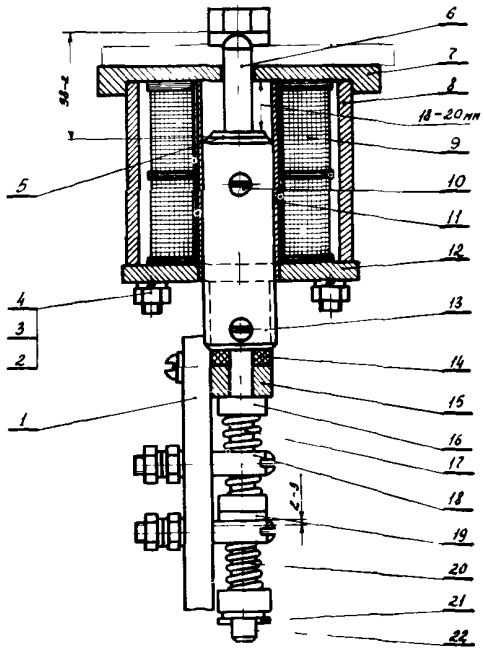
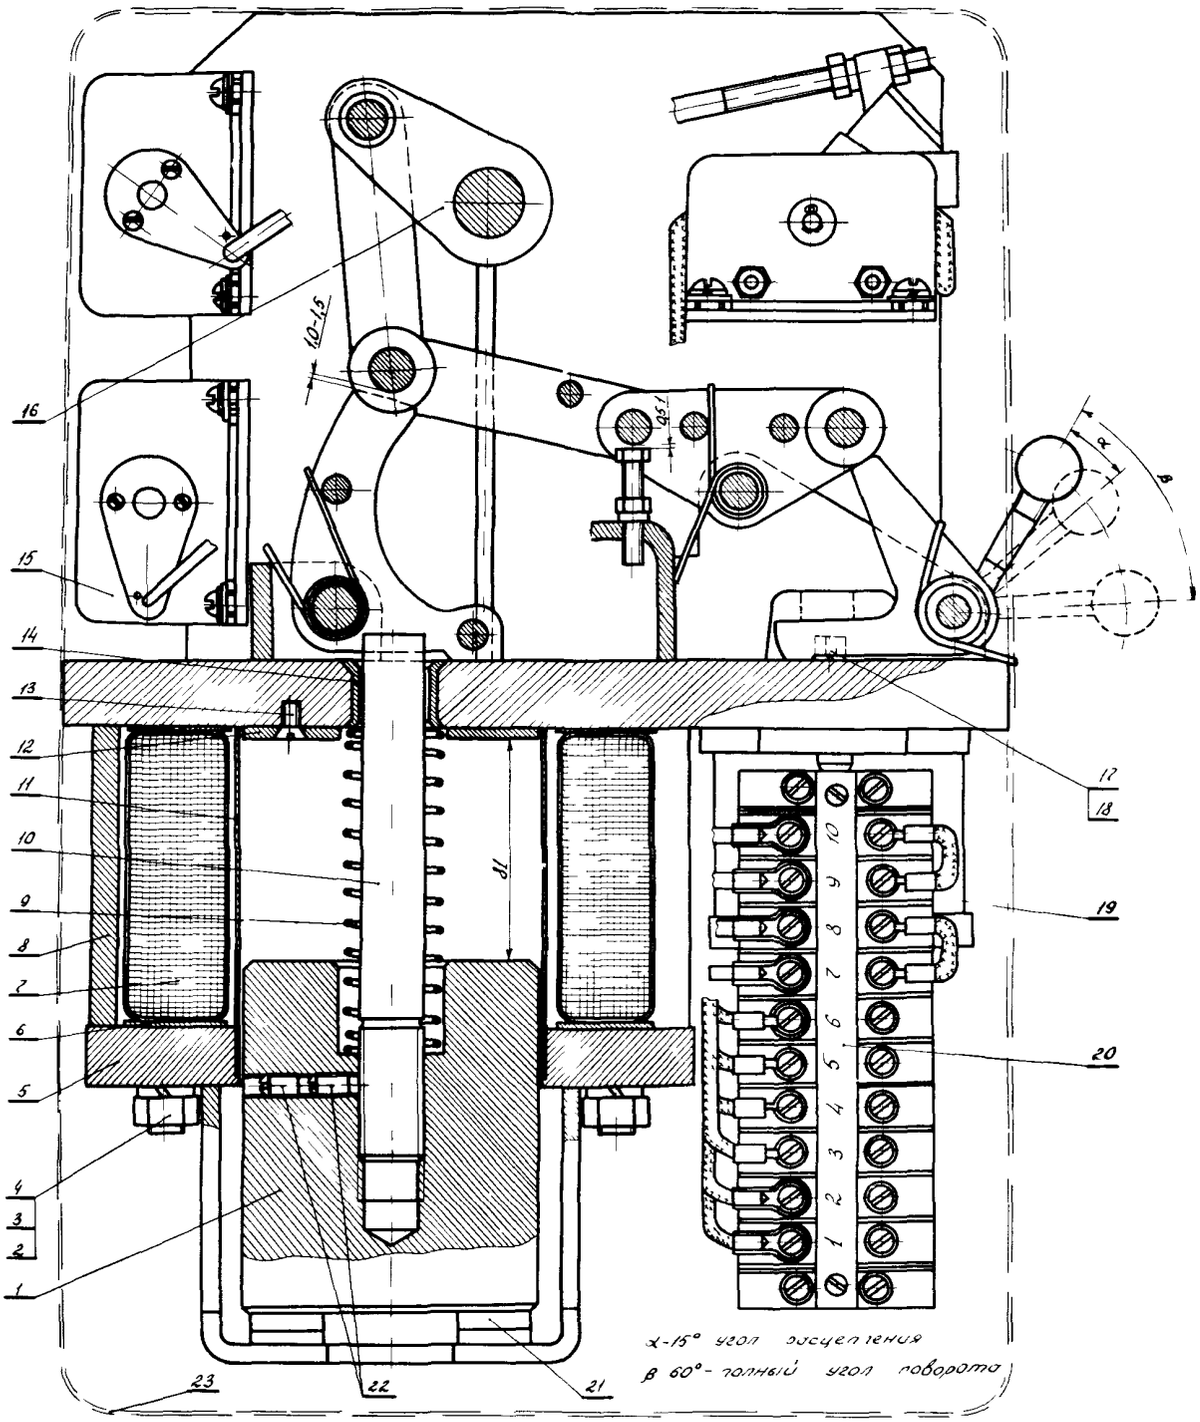

Рис.4. Отключающий электромагнит:
Рис.5. Электромагнитный привод ПЭ-11:
01.17. Осмотреть, очистить от пыли и смазки блок-контакты 1 (рис.4) отключающего электромагнита, проверить зажимы и состояние прокладки 14.
01.18. Проверить вручную работу сердечников 1 со штоками 10 (рис.5) и 13, 6 (см. рис.4) включающего и отключающего электромагнита. Отсутствие перекоса и заеданий сердечника со штоком проверить поднятием сердечника в верхнее положение с одновременным поворотом его на 10-20° вокруг вертикальной оси и последующим свободным падением в исходное положение. Проверить состояние резиновых буферов 21 (рис.5) в основании включающего электромагнита.
02.9. Отсоединить выводы включающей катушки 7 (см.рис.5) от зажимов в контактном ряду КР-I0.
03.7. Отсоединить выводы отключающей катушки 9 (см.рис.4) и цепи блок-контактов I от зажимов в контактном ряду КР-I0(20, см. рис.5).
03.8. Свинтить гайки 3 (см.рис.4) со шпилек 2, отсоединить и отвести в сторону КР-I0, снять электромагнит.